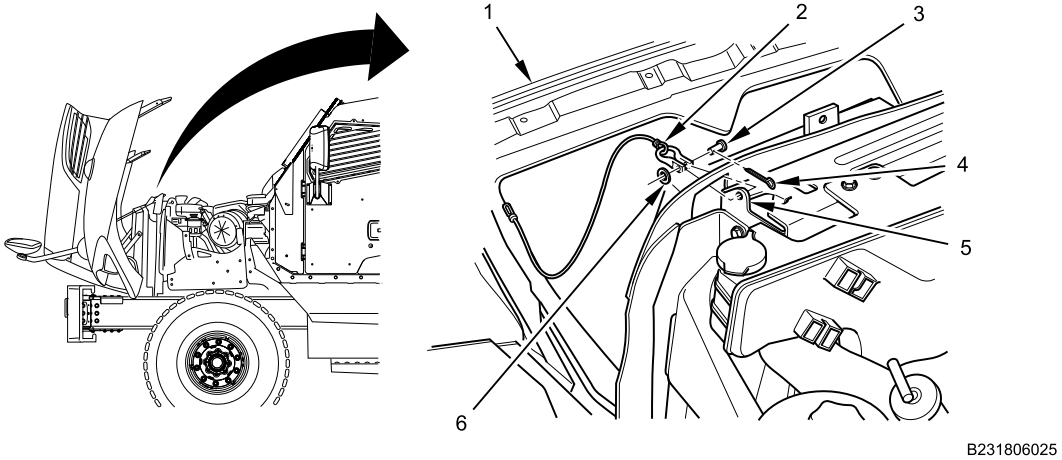

Figure 23. Hood Safety Cable.
4. With two assistants supporting hood assembly (Figure 23, Item 1):
a. Position hood safety cable (Figure 23, Item 2) on radiator support bracket (Figure 23, Item 5).
b. Install clevis pin (Figure 23, Item 3), washer (Figure 23, Item 6), and new cotter pin (Figure 23, Item 4).